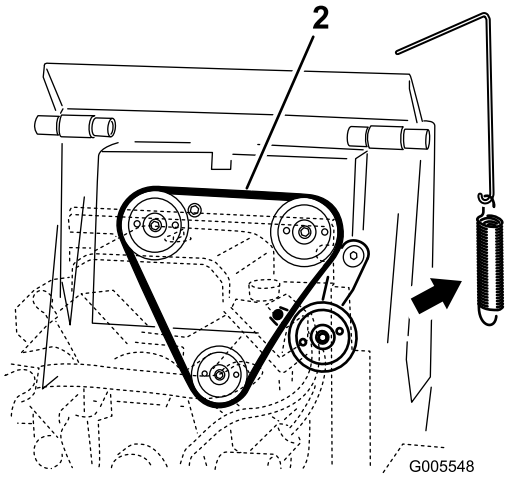

Figur 47
4. Ta bort mellanremskivans fjäder från mellanremskiveenheten (Figur 47).
6. Montera en ny drivrem runt de tre remskivorna (Figur 47).